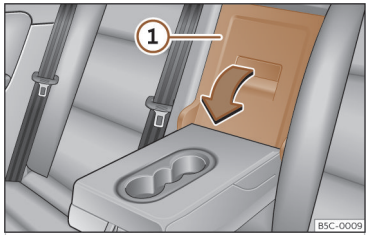

Abb. 183 An der Rücksitzlehne: Öffnung der Durchladeeinrichtung.
- Ziehen Sie den Entriegelungshebel in Pfeilrichtung und schwenken Sie den Deckel der Durchladeeinrichtung ››› **(Abb. 183)** ① vollständig nach vorn.